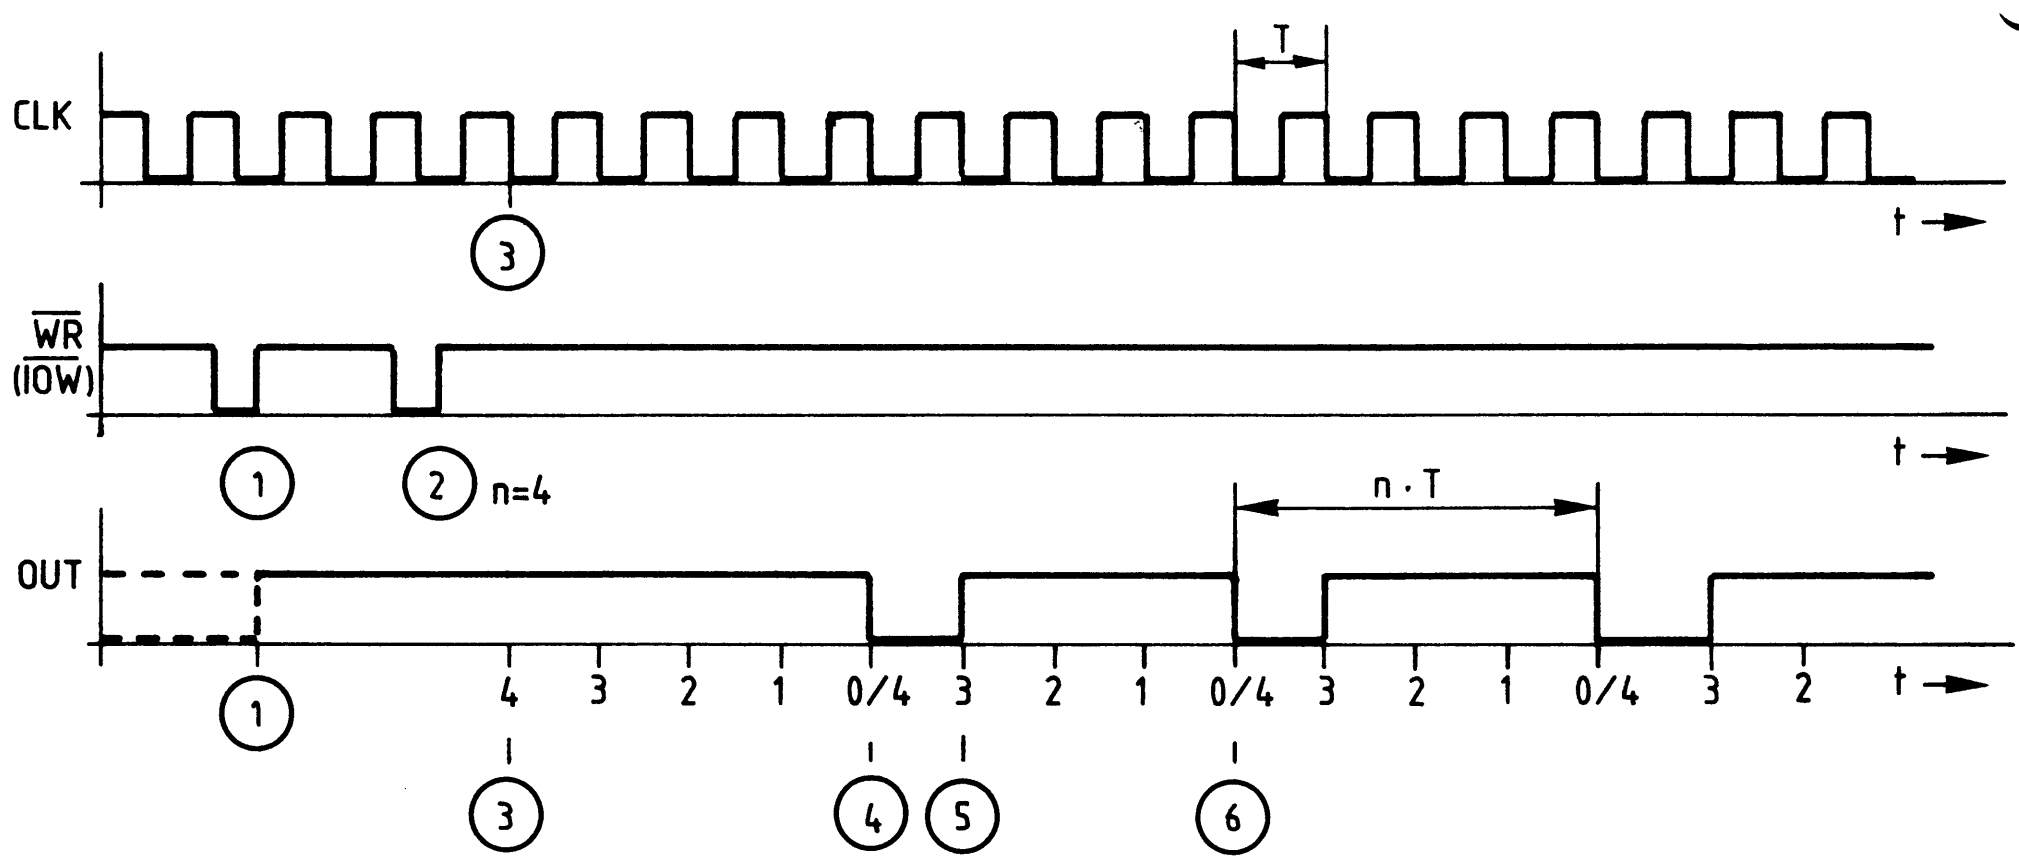

Bild 18: Impulsdiagramm zur Betriebsart 2
Bild 18 zeigt das Wesentliche der Betriebsart 2 im Impulsdiagramm.
Erläuterungen zu Bild 18:
(1) Mit der positiven Flanke des $\overline{\text{WRITE}}$-Signals ("$\overline{\text{IOW}}$") wird das Steuerwort für die Betriebsart 2 in das Steuerwort-Register des Zählers geschrieben. Der Ausgang "OUT" führt nun H-Signal, der Zähler arbeitet noch nicht.
(2) Nun wird der Zähleranfangswert bzw. der gewünschte Teilfaktor mit einem oder mit zwei Schreibzyklen in das Zwischenregister geladen. In Bild 18 ist dies der Wert "4" mit einem Zyklus.
(3) Durch den nächsten Takt erfolgt die Übernahme des Zähleranfangswertes vom Zwischenregister in den Zähler, die Zählung beginnt. Mit jedem weiteren Takt verringert sich der Zählerstand um den Wert "1".
(4) Vier Takte nach der Zählerübernahme ist der Zählerstand "0" erreicht, und "OUT" nimmt für eine Taktperiode L-Pegel an. Gleichzeitig wird der Zähleranfangswert wieder aus dem Zwischenregister in den Zähler geladen.
(5) Nach einem Takt führt "OUT" wieder H-Signal, der Zähler ist schon um 1 verringert.
(6) Vier Takte nach der letzten Nullstellung des Zählers zum Zeitpunkt (4) ist wieder Null erreicht. Alle folgenden Perioden der Ausgangsspannung sind n-mal so lang wie die Taktperiode. Somit ist die Taktfrequenz durch n geteilt.
Im Impulsdiagramm von Bild 18 sind der Einfluß des GATE-Anschlusses und die Ladung eines neuen Zähleranfangswertes nicht berücksichtigt, weil dies nicht übersichtlich dargestellt werden kann. Entsprechende Hinweise finden Sie bei der Beschreibung der Merkmale dieser Betriebsart.